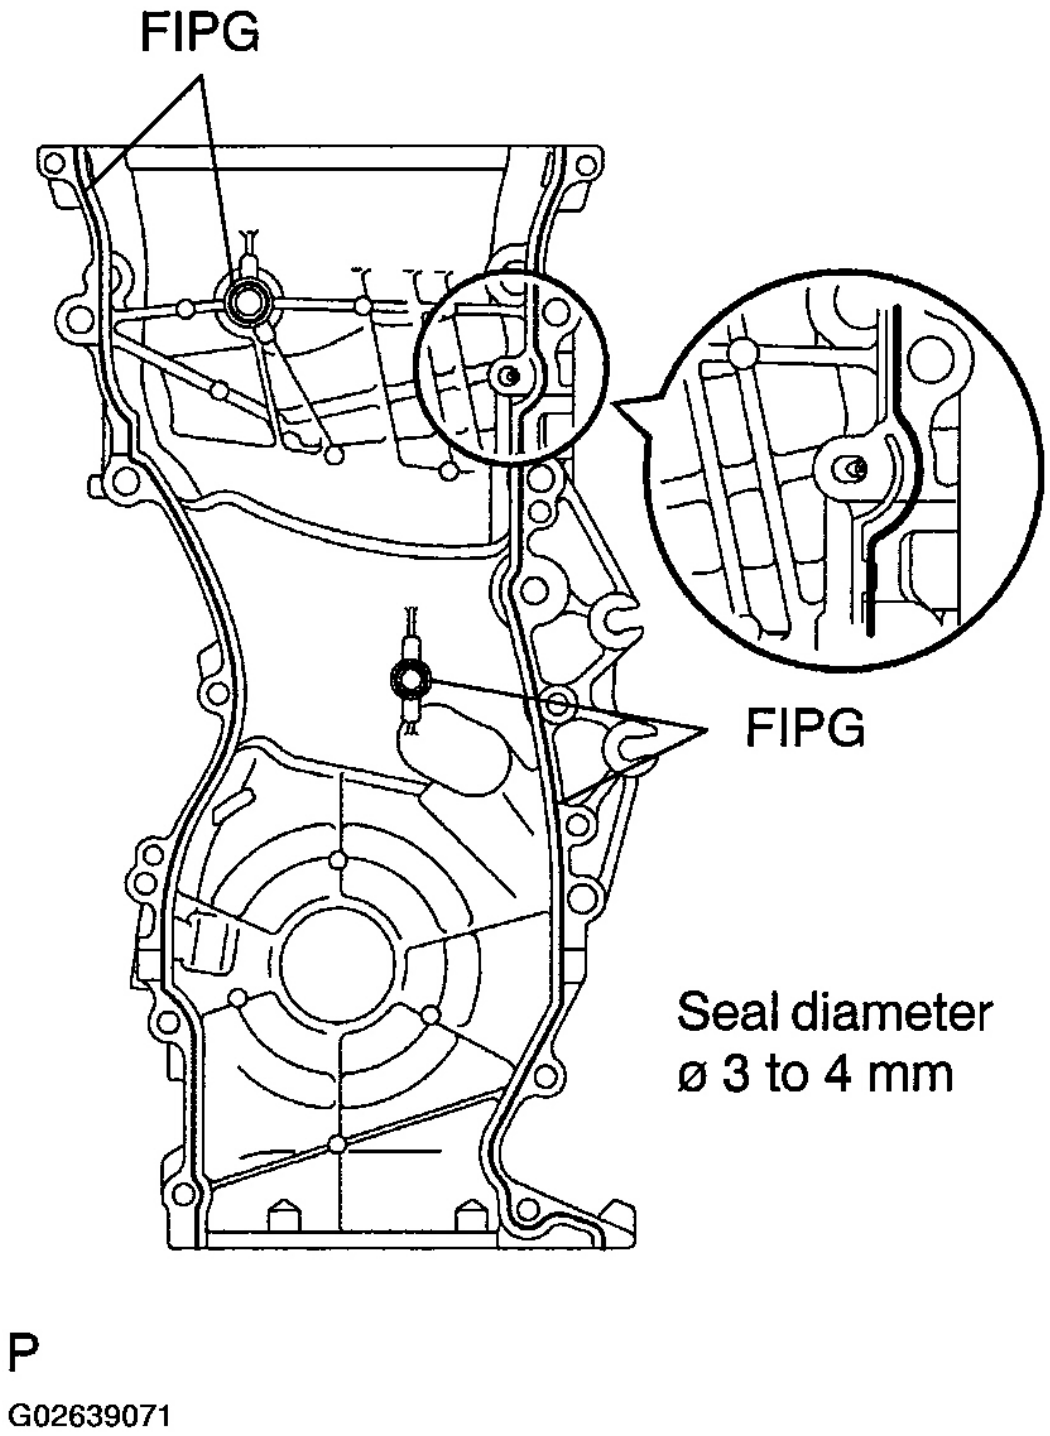

Fig. 61: Installing Timing Chain Cover
a. Remove any old packing (FIPG) material and be careful not to drop any oil on the contact surfaces of the timing chain cover and cylinder head/block/crank case. See **Fig. 61**.
b. Apply seal packing to the timing chain cover as shown, see **Fig. 61**.